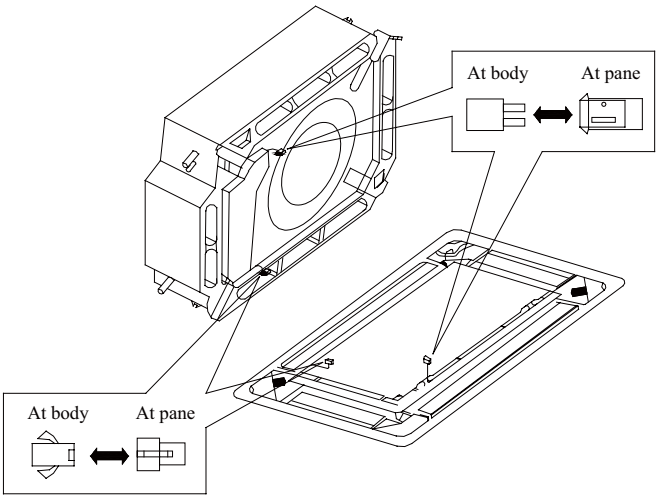

Fig.16
3. Wiring of the decoration panel (Fig.16)